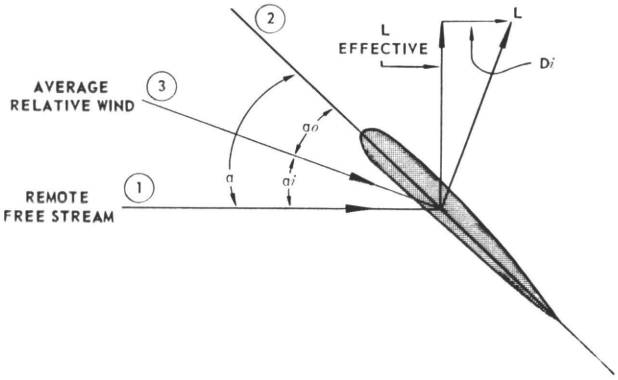

Figure 3
Figure 3. Thus, a must be the sum of a*i* and a*o*. Due to the induced angle of attack (a*i*), any lift developed suffers an unavoidable loss, induced drag (D*i*), since the lift is measured perpendicular to the **average relative wind.** The inclined lift vector (L) has an effective vertical component and a **rearward** induced drag component (D*i*)—or drag due to lift. If D*i* could be reduced, we could enjoy increased performance with a corresponding drop in power requirements. But, as long as downwash remains an inherent result of an airfoil producing lift, getting rid of the downwash will be impossible.